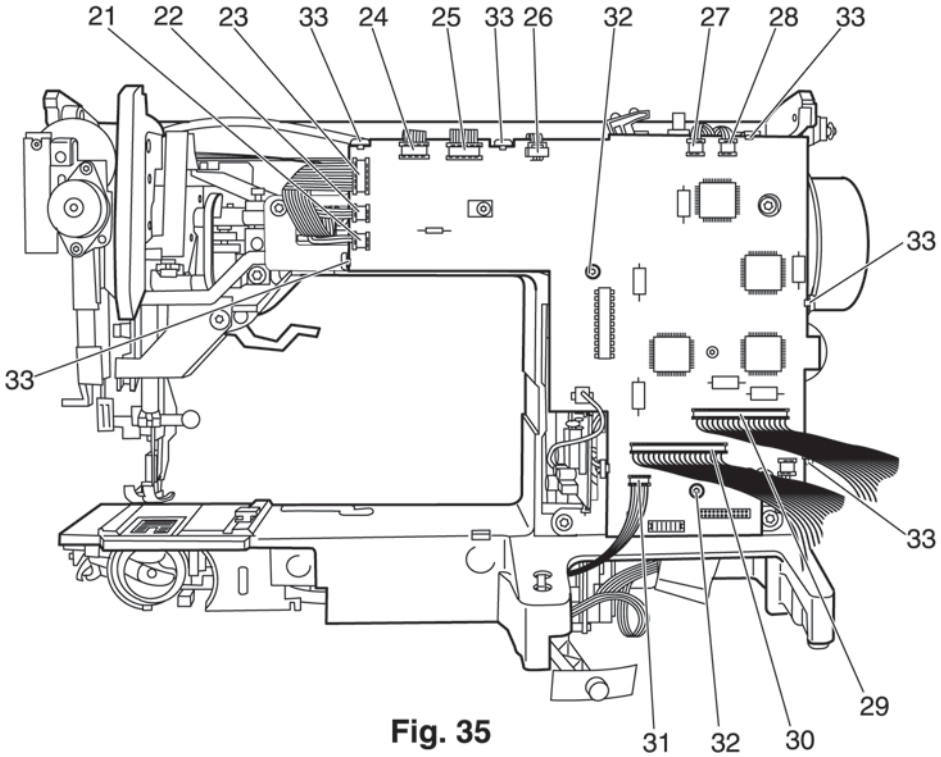

Fig. 35
- Disconnect the eleven connection plugs 21 to 31 of the flat cables from the circuit board (fig. 35).
- The circuit board must be positioned correctly and the latches 33 must be properly engaged (fig. 35).